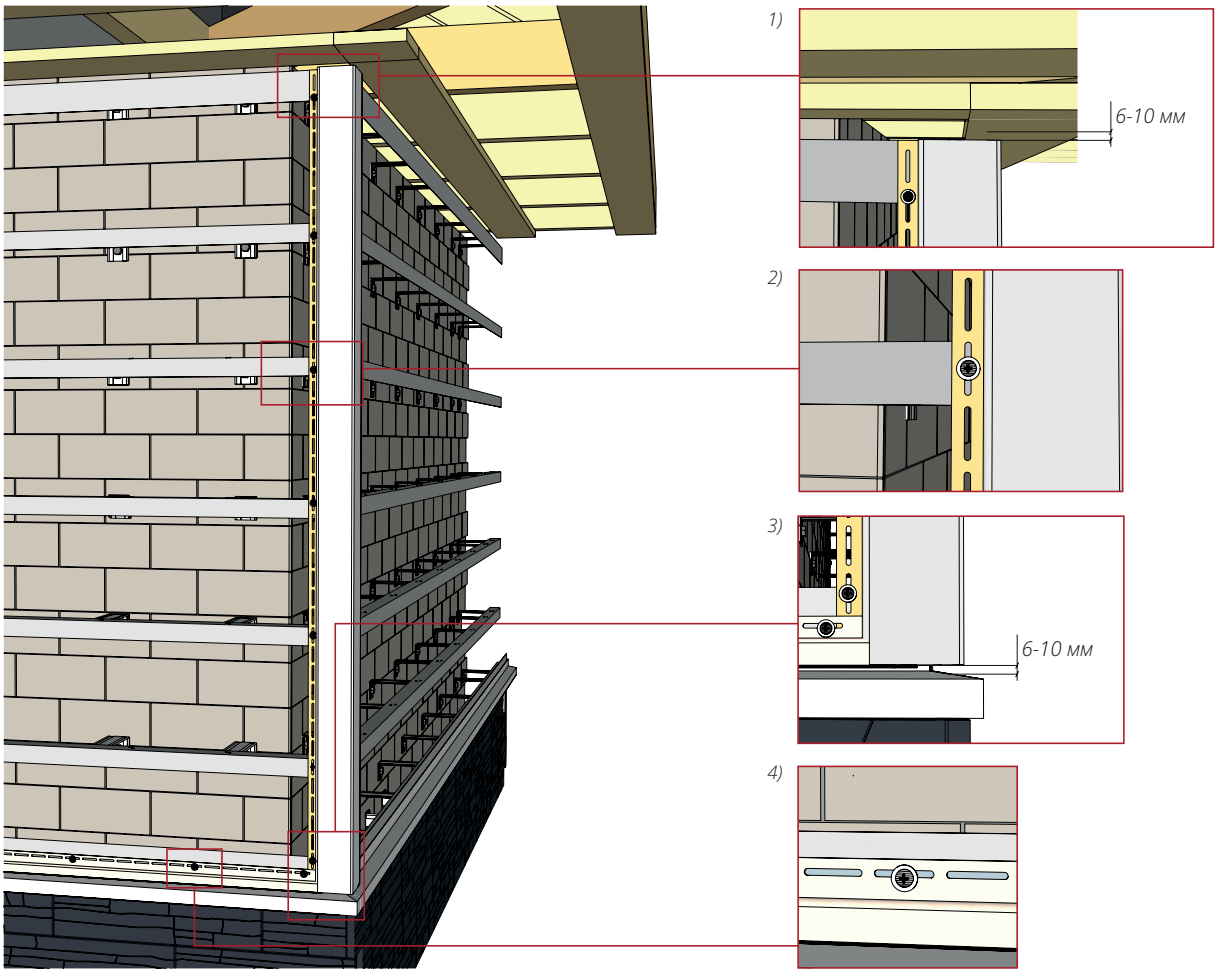

Рисунок 20
12.1 Смонтируйте угол, вывесив его в верхней части, согласно пункту 6.5, соблюдая общие правила монтажа (рис. 20).